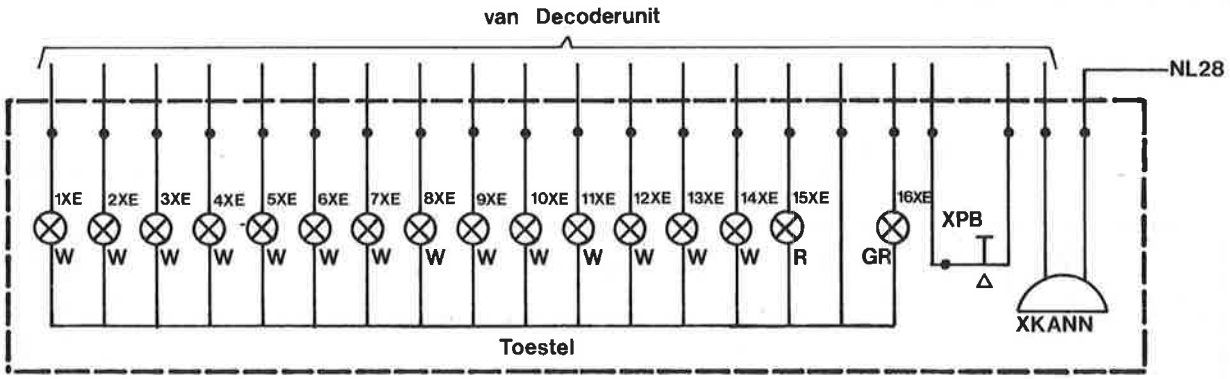

figuur 5
- De signaleringseenheid (figuur 5)